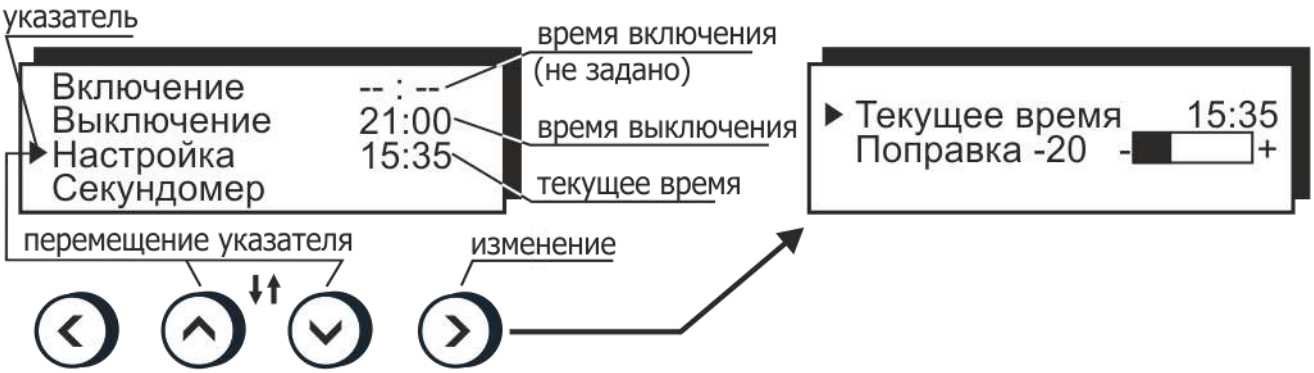

Рисунок 9 — Управление встроенными часами
- нажатиями кнопок (▲) и (▼) установить указатель против нужного времени: включения или выключения (рисунок 9);
- нажатиями кнопок (▲) и (▼) установить указатель против пункта "Секундомер" (рисунок 9);